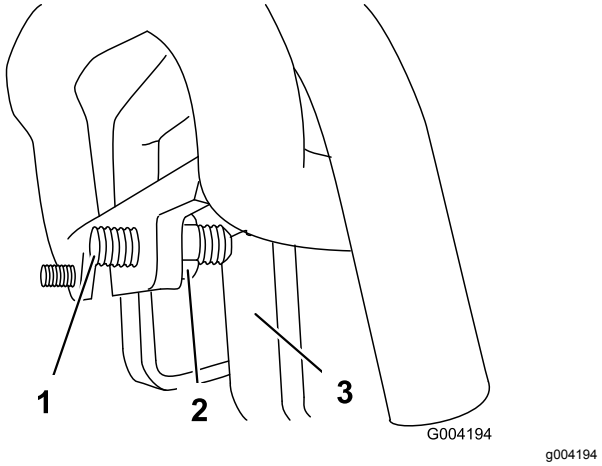

Figuur 55
3. Als de tractie-eenheid naar **links** afwijkt, draai dan de **rechter** contramoer los en stel de stelschroef op de voorzijde van de tractiebediening af (Figuur 55).
4. Als de tractie-eenheid naar **rechts** afwijkt, draai dan de **linker** contramoer los en stel de stelschroef op de voorzijde van de tractiebediening af (Figuur 55).